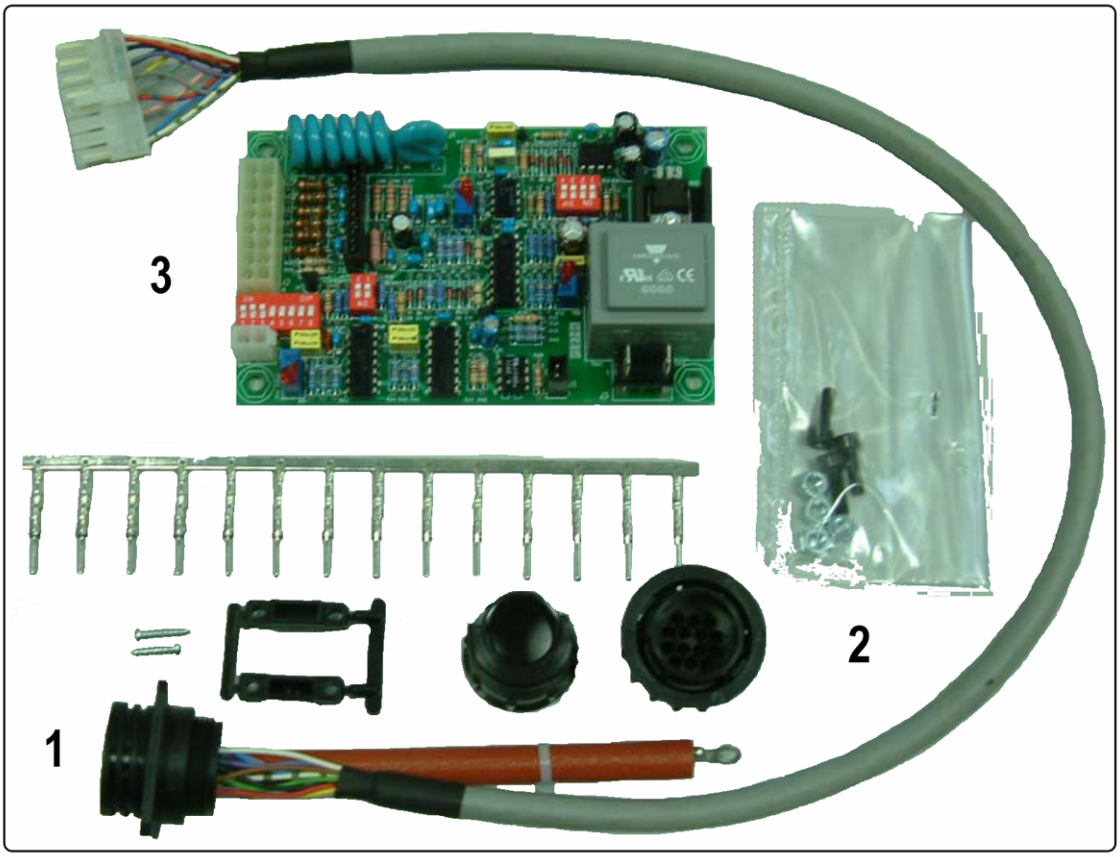

fig. 3
Il Kit per Interfaccia Analogica, art. 108.00 è' composto dagli elementi visibili in fig. 3.
- Installare il Kit per Interfaccia Analogica art.108 fissando il circuito Remote **3** e la connessione **1** di fig.3 rispettivamente ai relativi supporti del piano intermedio del Generatore e nel foro lasciato libero dal coperchio **(A)** di fig.11.1.
- Collegare il cavo con guaina rossa del cablaggio **1** di fig. 3 al punto di terra **(B)** del Generatore come indicato in fig. 11.1.